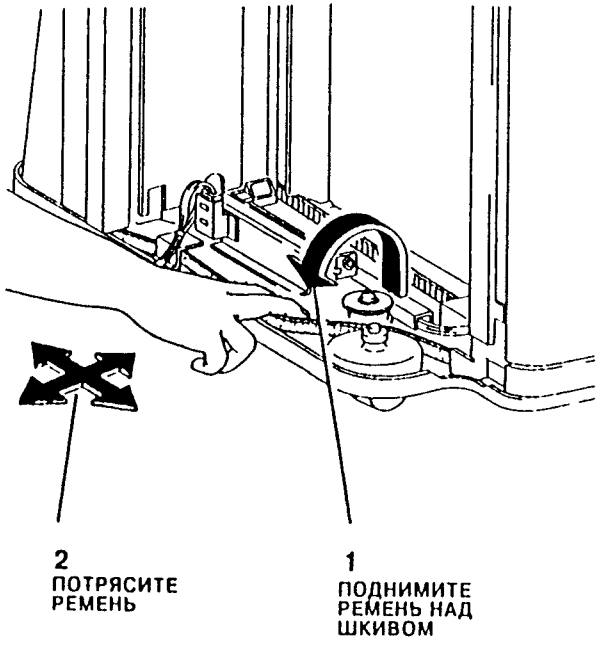

Рис. 8. Ослабление натяжения ремня привода ячеек
5. Ослабьте натяжение ремня привода ячеек, поднимая этого ремень над натяжным шкивом (Рис. 8). Освободите ремень от шкивов привода кулачков, подергав для этого за ремень.